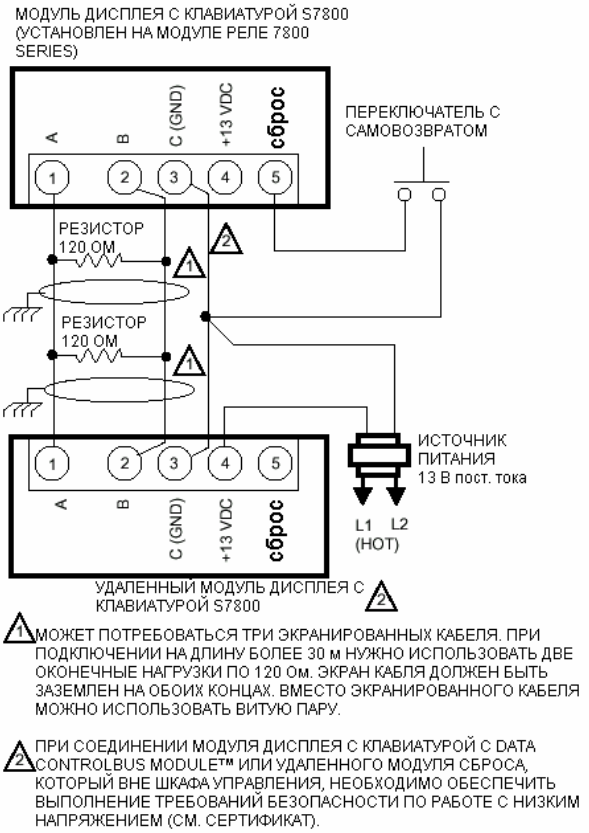

Рис. 5. **Подсоединение нескольких модулей дисплея с клавиатурой**.
b. Подключите провода от удаленных устройств к Модулю дисплея с клавиатурой как показано на Рис. 5 и 6 или в Спецификации Модуля дисплея с клавиатурой (65-0166), DATA CONTROLBUS MODULE™ (65-0091) или Удлинителя кабеля (65-0131).
⊂ Вся проводка должна соответствовать нормам, указаниям и правилам работы с электрооборудованием. Модуль дисплея с клавиатурой, DATA CONTROLBUS MODULE™ (для удаленного монтажа) или Модуль удаленного сброса (для удаленного сброса) должны соединяться цепочкой (1(a)-1(a), 2(b)-2(b), 3(c)-3(c)). Перечисленные устройства могут подключаться в произвольном порядке. При длине соединения свыше 30 м устройства на концах цепочки должны иметь оконечную нагрузку 120 Ом (1/4 Вт минимум) между клеммами 1и 2, см. Рис. 5 и 6.